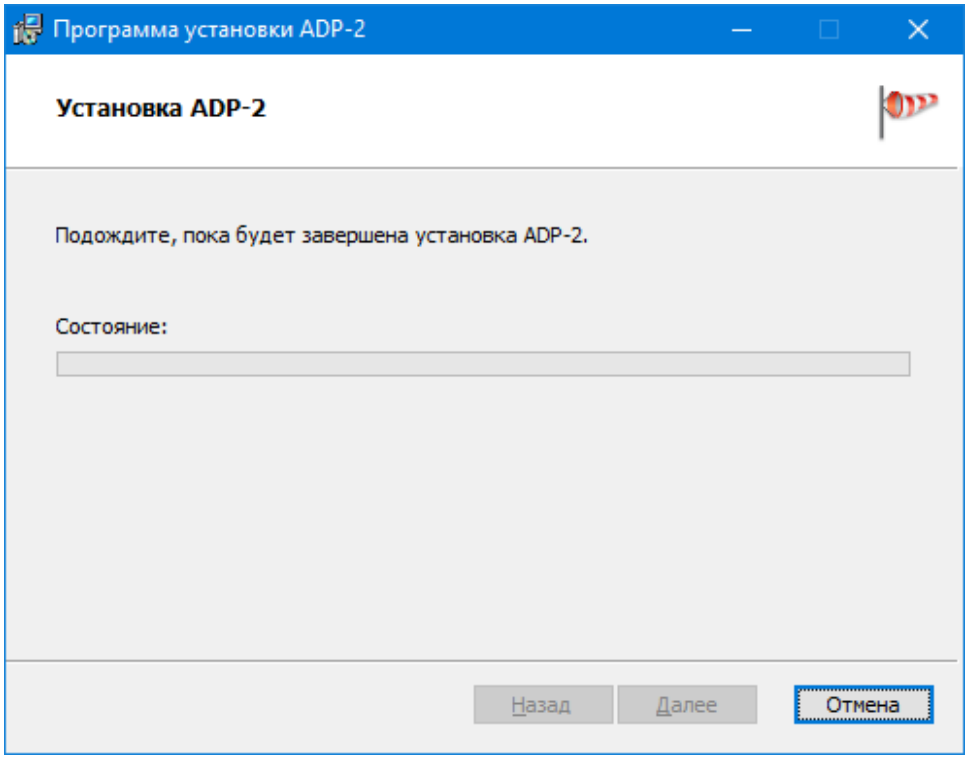

Рис. 2.6 – Ход процесса установки программы
6. Ожидание установки (рис. 2.6). Заполнение полосы прогресса отражает ход процесса установки программы.